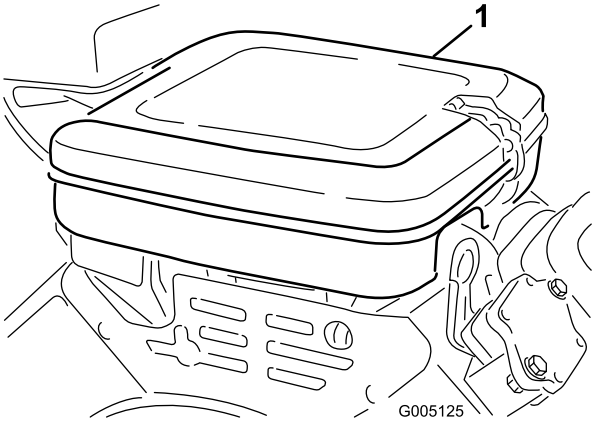

Figuur 40
1. Reinig het deksel grondig (Figuur 40).